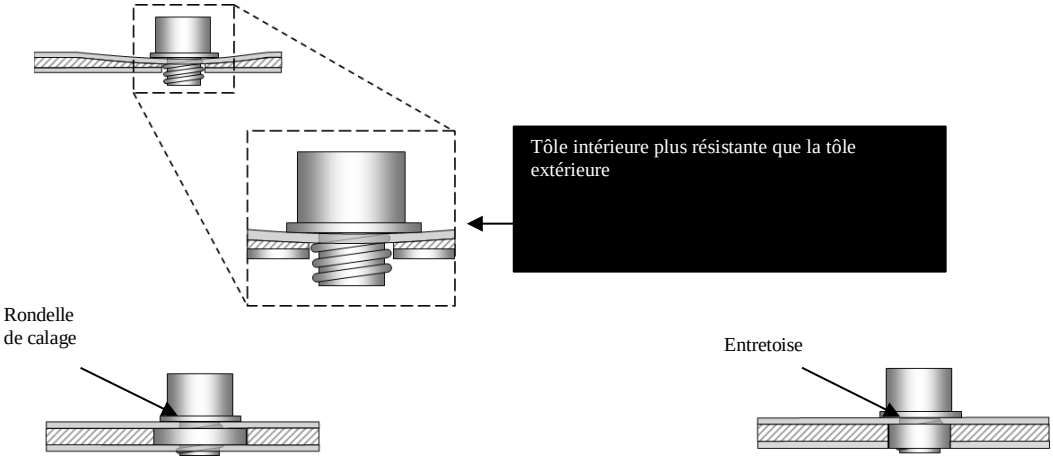

Fig.13 Fig.14
En outre, s'il y a au niveau des trous une double tôle intérieure avec trop d'espace, afin d'éviter une déformation dangereuse de la tôle avec une bosse visible (fig. 12), il est recommandé d'appliquer l'une des deux solutions suivantes pour la fixation des boulons (s'il n'est pas possible de choisir un autre emplacement évitant les doubles tôles intérieures, ou d'éloigner la tôle intérieure en la pliant) : (A) rondelles de calage (non fournies), placées à l'intérieur entre les deux tôles (fig. 13), ou (B) entretoises (non fournies), placées à l'extérieur dans un lamage réalisé dans la tôle. Le diamètre du lamage ne doit pas dépasser les dimensions maximales du blindage, afin que celui-ci cache le lamage (fig. 14). Aucune des deux options ne doit dépasser l'espace entre les deux tôles, afin d'éviter tout dommage.